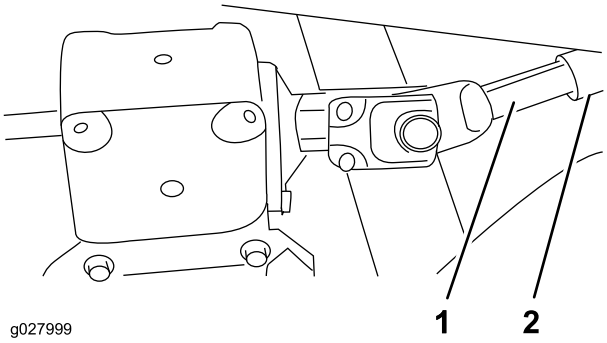

Figuur 2
5. Schakel de motor uit en schuif het maaidek bij de tractie-eenheid vandaan; ontkoppel daarbij het mannelijke en vrouwelijke gedeelte van de aftakas (Figuur 2).